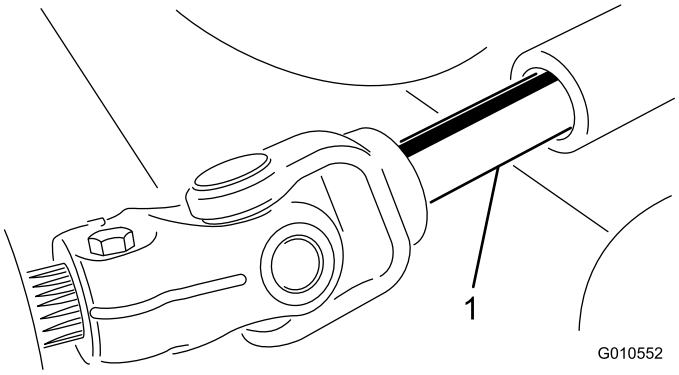

Figure 20
5. Éloignez le plateau de coupe de la machine, en séparant les parties mâle et femelle de l'arbre de PDF (Figure 20).
3. Insérez l'arbre de PDF mâle dans l'arbre de PDF femelle (Figure 20).